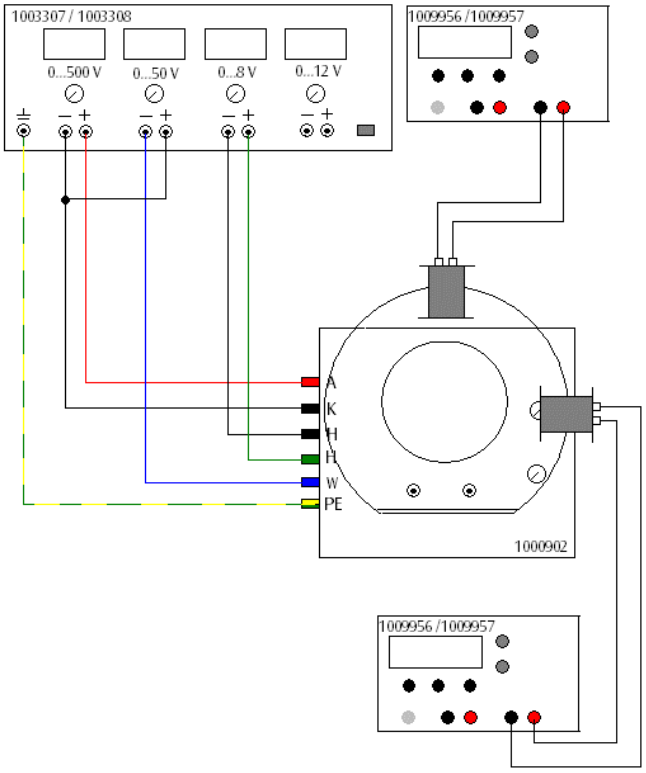

Fig. 4: Positionierung und Beschaltung der Spulen.
- Eine Spule gemäß Fig. 4 nach innen weisend mit horizontal ausgerichteter Achse am Metallring befestigen.
- Eingänge der Spule (grün, gelb) mit dem Funktionsgenerator (eingestellt auf eine 50 Hz-Sinusspannung) gemäß Fig. 4 verbinden. Amplitude so wählen, dass der auf dem Schirm erscheinende Strich etwa halb so lang ist wie der Durchmesser des Schirms.
- AC/DC-Netzgerät einschalten und Wechselspannung (AC) so einstellen, bis eine Ellipse erscheint.